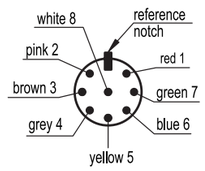

Fig.1
- The hinge must not be used as a mechanical end-stroke either for door maximum opening or for closed door. For this purpose we recommend using external mechanical stops to prevent the door from opening completely against the hinge body assembled on the frame (fig.1) or exceeding the angle where the two interconnected surfaces are on the same plane (fig.2).
Max 180° (0° and +180° being 0° the condition where the two interconnected surfaces are on the same plane fig.1). The switching angle (see Built-in safety multiple switch functioning and maintenance) is guaranteed from this position. The condition where the two interconnected surfaces are on the same plane is to be strictly verified because the hinge must not be stressed by any negative angle (fig. 2).